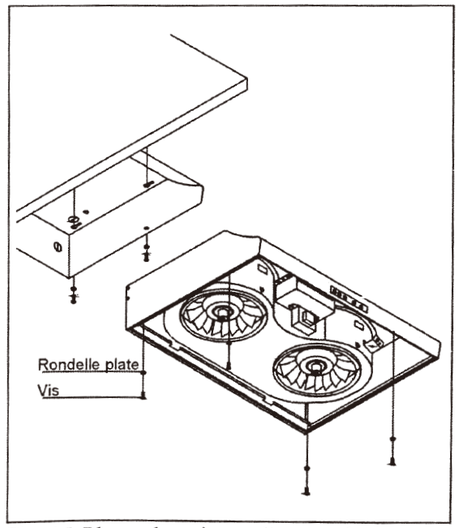

Fig. 15 Placez les vis sur l'entrée des trous
9. Placez les quatre extrémités les plus larges des trous sur les quatre vis du cabinet puis réglez la hotte jusqu'à ce que les vis soient enfoncés dans la partie étroite des trous. Enlevez chaque vis et ajoutez un boulon de 3/16'' pour visser le tout ensemble. (Ne pas serrer trop fort)(Fig. 15)